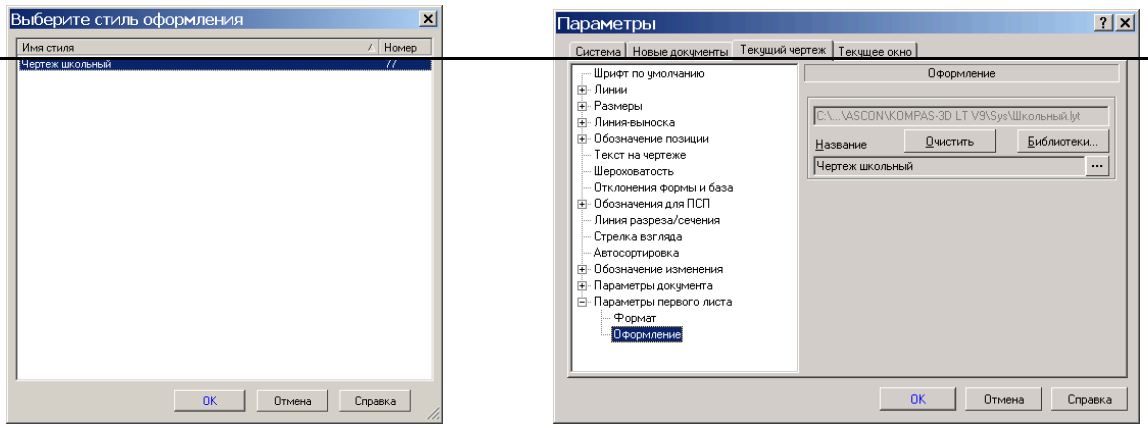

Рис. 7.5. Выбор стиля оформления.
5) в окне **Параметры** (рис. 7.5) также нажмите **ОК**.